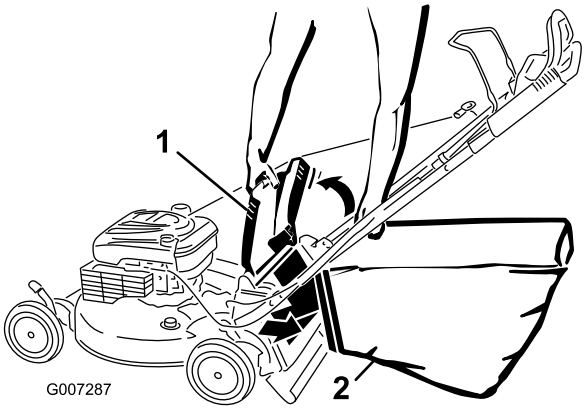

Figur 21
4. Heng øvre, fremre kant av posen på hakkene (Figur 21).